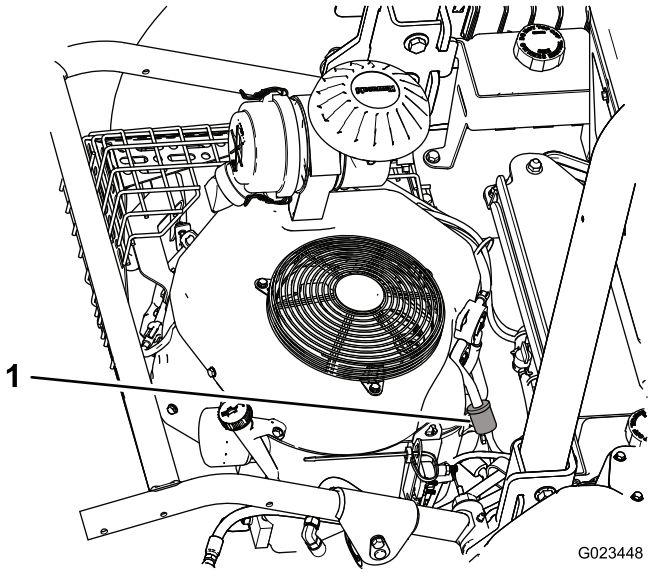
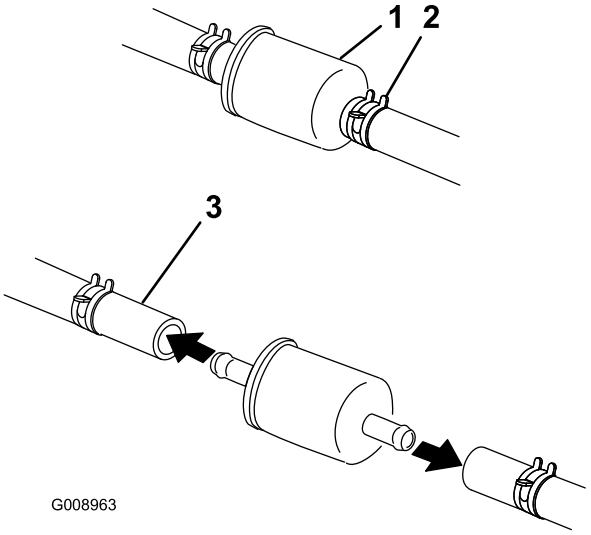

Figur 48
Figur 49
1. Løsn slangeklemmen på karburatorsiden af filteret, og fjern brændstofrøret fra filteret (Figur 48 og Figur 49).